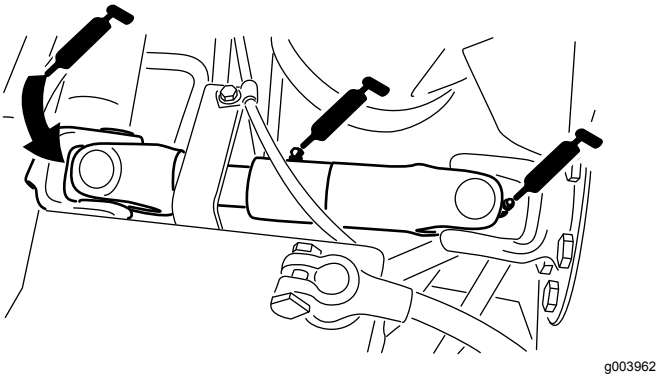

Figuur 36
- Kruiskoppeling pompaandrijfas (3) (Figuur 36)